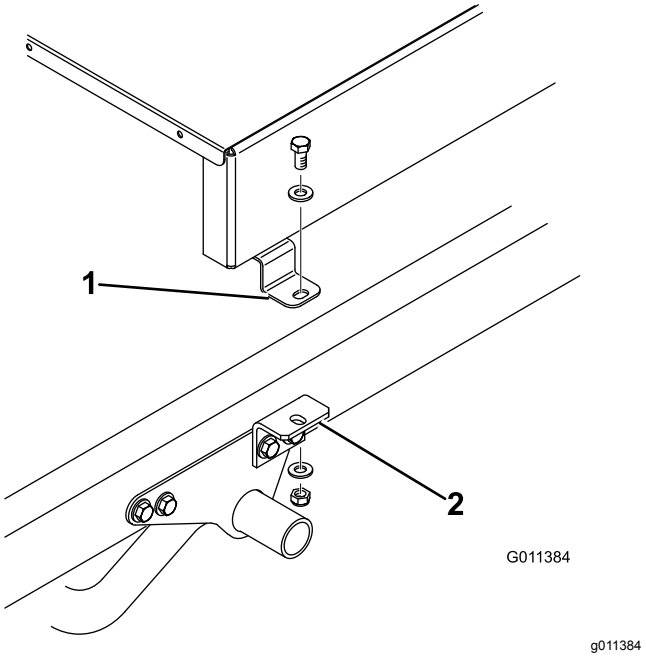
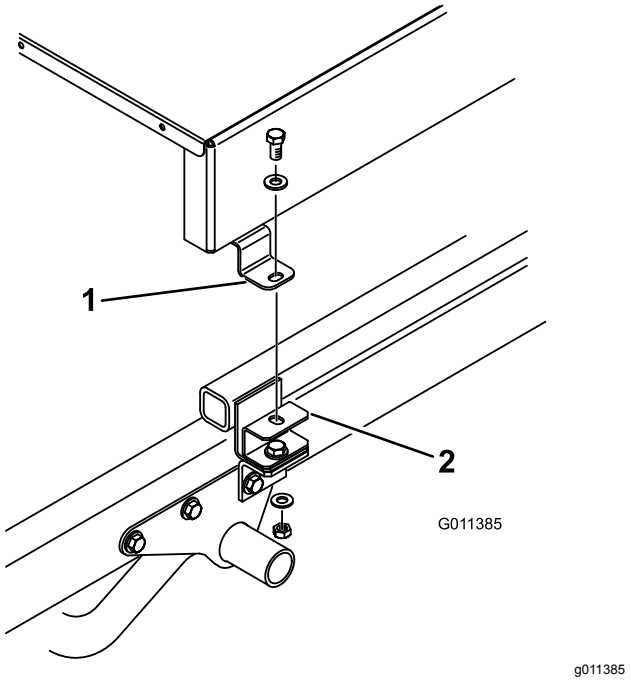

Figuur 9
Figuur 10
7. Bevestig de bovenkant van de werktuigbeugels (Figuur 9) of tussenring (Figuur 10) losjes aan de montagelip aan elke kant van de topdresser; gebruik hierbij een inbusbout (½" x 1"), 2 platte ringen en borgmoeren. Draai alle bevestigingen vast.